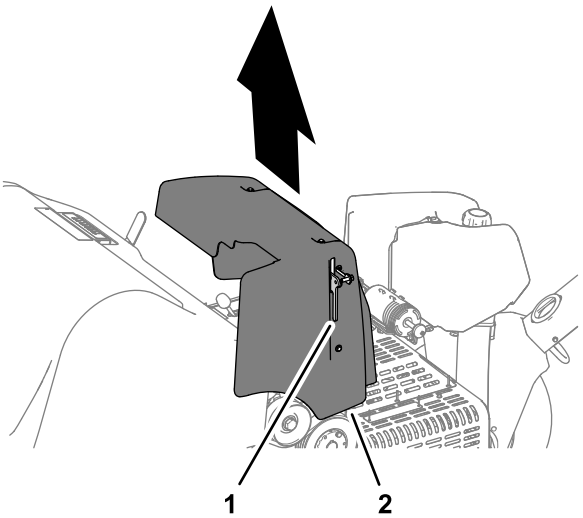

**Figure 31**
2. Lift the latch lever for the hood and lift the hood from the machine (Figure 31).